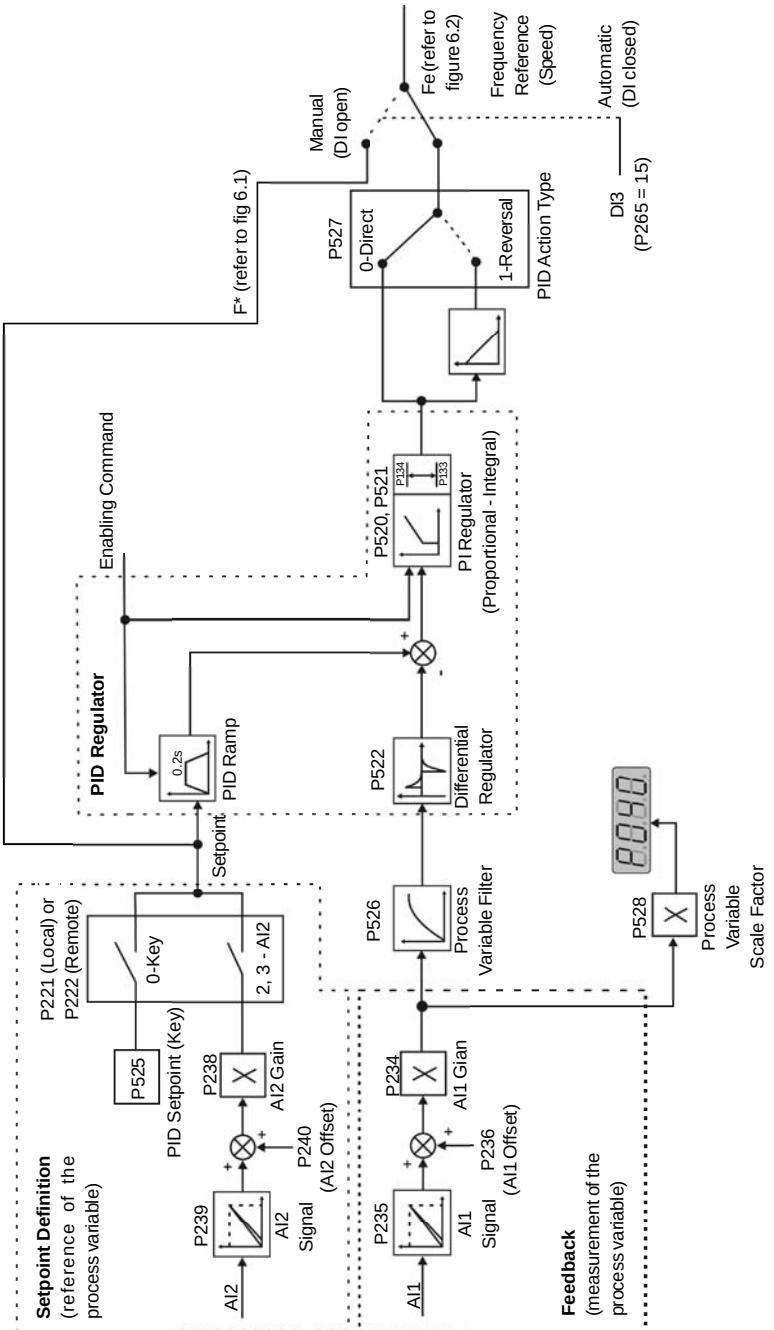

Figure 6.27 *- Block diagram of the PID regulator function*
- ☑ Figure 6.27 shows the block diagram of the PID regulator.